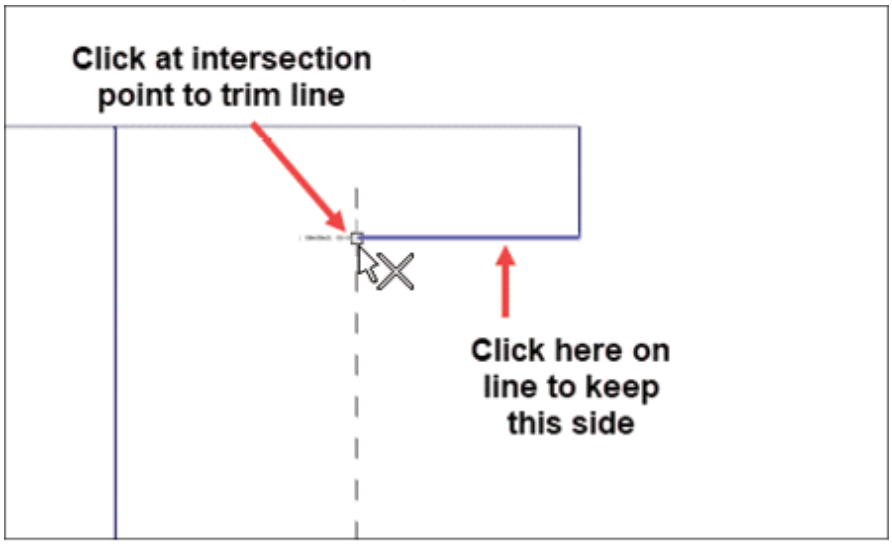

Figure-129. Trimming line
- Click on the side of line which you want to keep and then click at the point where you want to trim the line; refer to Figure-129. Similarly, trim other intersecting line and click